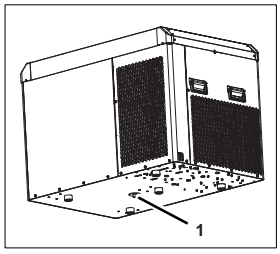

Fig. 20
1. **Only on Energize 5 (R134a) single/Energize 5 (R134a) dual:** Disconnect the drain tube from the relevant overflow (Fig. 20/1).